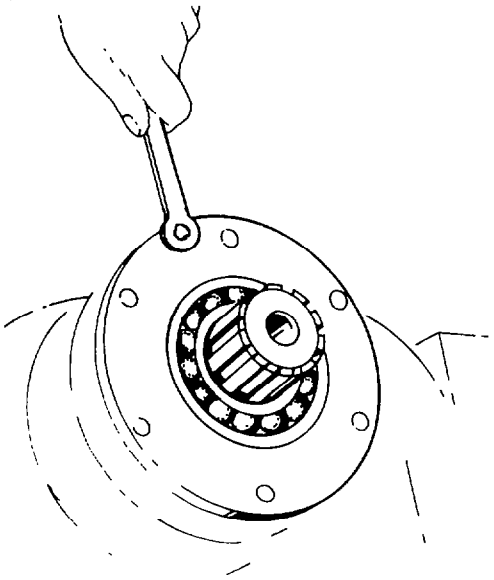

Fig. 269 — Removing Retainer Cover Bolts
d. Remove the bearing retainer from the lockout bearing by inserting two 7/16 inch — 14 UNC bolts into the threaded holes in the bearing retainer and screwing the bolts in evenly and alternately (see fig. 269).